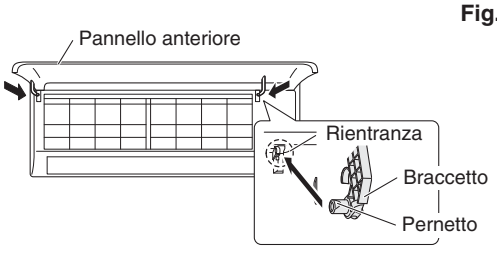

Fig. 3-17
(1) Mentre se ne allinea al telaio il bordo superiore, occorre muovere la griglia orizzontalmente sino a inserire nello stesso sia il bordo superiore sia quello inferiore.
(2) Con la mano premere con una certa forza sulla griglia sino ad eliminare qualsiasi spazio tra essa e il telaio.
(3) Serrare bene le 6 viti. E i coperchi coprivite.
(4) Afferrando il pannello anteriore per i braccetti destro e sinistro ruotarlo sino a renderlo pressoché orizzontale. Spingere le aste dei braccetti verso l'esterno in modo che tocchino la parte superiore del recesso destro e sinistro dell'unità interna. Quindi premerli saldamente sino a udirne lo scatto in posizione. (Fig. 3-17)
(5) Reinstallare il deflettore inferiore.